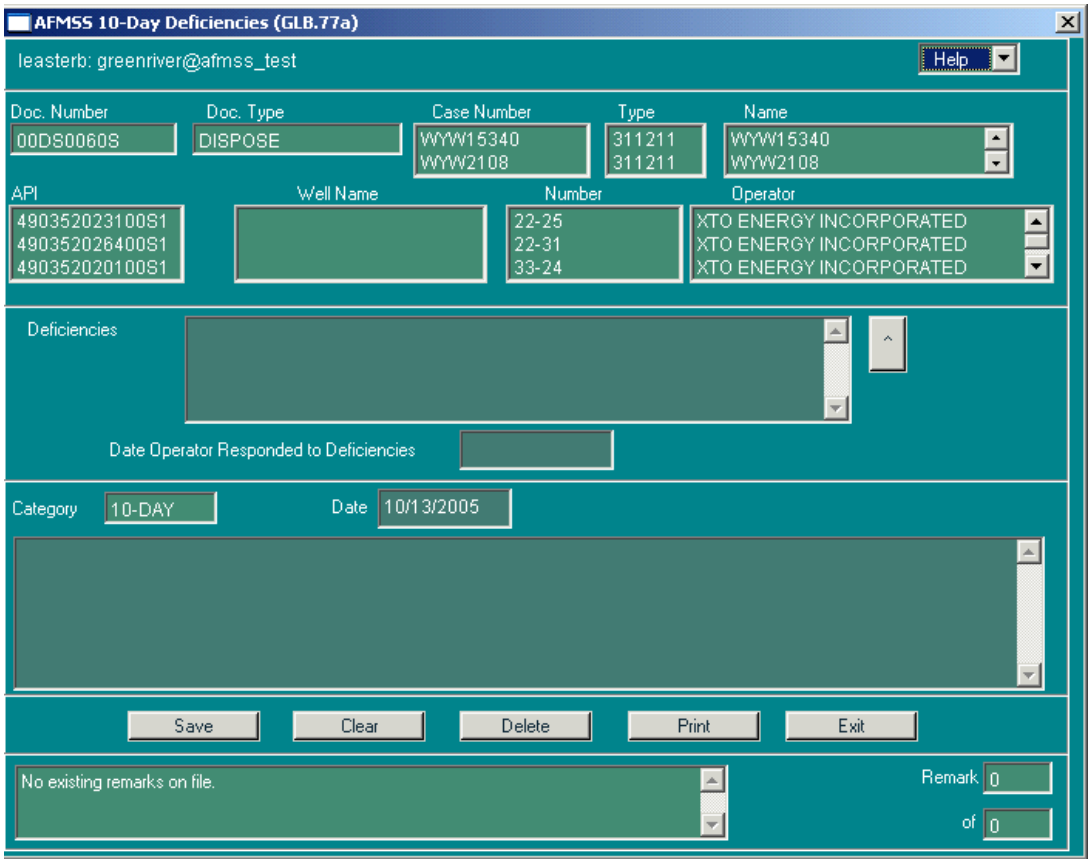

Figure 10-1a: Non-Indian AFMSS 10-Day Deficiencies (GLB.77a) Window
26. Click **10-Day Deficiencies** to launch the *Non-Indian AFMSS 10-Day Deficiencies (GLB.77a)* window (Figure 10-1a). This window is used to track the deficiencies identified within 10 days from the receipt of an APD. The upper portion is a display-only section containing well information. The mid section contains a picklist of common deficiencies, selected by clicking on a row or multiple rows to highlight.